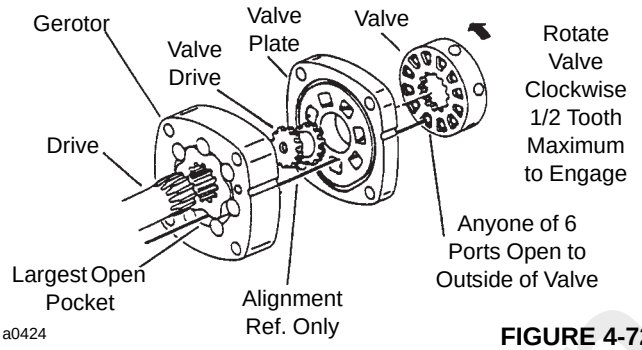

FIGURE 4-72
NOTE: Assembly at this time involves five steps (12, 13, 14, 15 and 16) in the timing of the motor. Timing determines the direction of rotation of the output shaft. Timing parts include the gerotor, valve drive, valve plate and the valve. See Figure 4-72.
13. Apply a light film of petroleum jelly to one of seals (3) and install seal in groove of valve plate (9).
14. Align the notch on the outside of valve plate (9) with the notch on gerotor (11) as shown in Figure 4-72.
15. Locate the timing slot opening in valve plate (9) which is line with the largest open pocket of the gerotor.